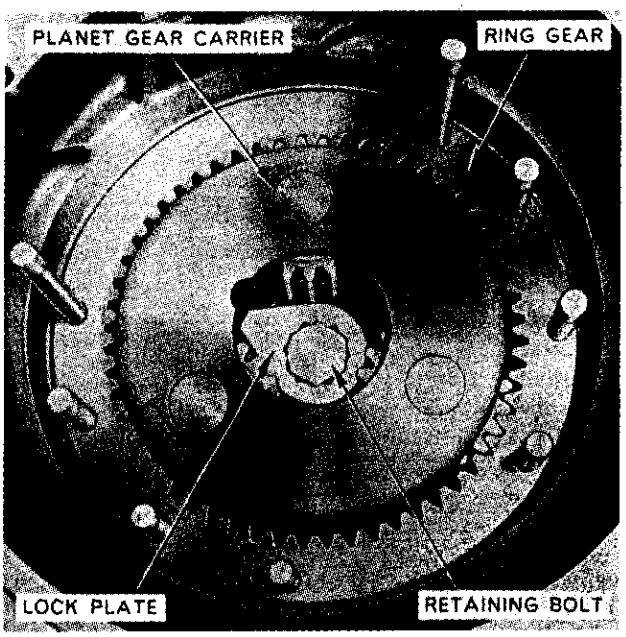

Fig. 341–View of planetary carrier installed in model 4000 rear axle housing.
and fork from housing. Remove the stud nuts retaining brake inner housing (21—Fig. 330) and remove the inner housing, brake assembly (20) and brake outer housing (19). Note: Refer to Fig. 347 for exploded view of model 4000 brake assembly. Lift out the final drive sun gear (18—Fig. 330) and the locking plate (16). On model 4000, it may be necessary to turn axle housing to align planetary (see Fig. 341) so that lock plate can be removed. Remove the cap screw (15—Fig. 330) retaining final drive planetary (12) to axle shaft and remove the retainer (14), spacer shim (13) and planetary assembly. Drive axle shaft seal (2) from outer end of axle housing and lift housing from shaft.